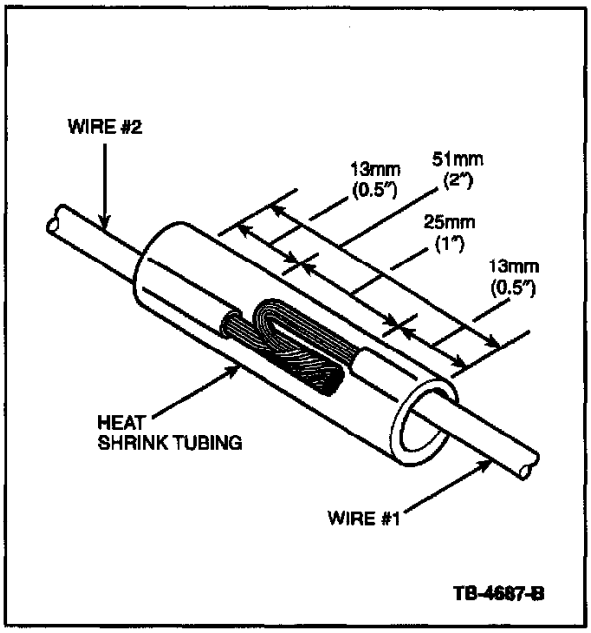

Figure 4
4. Reposition heat shrink tubing over splice (Figure 4).